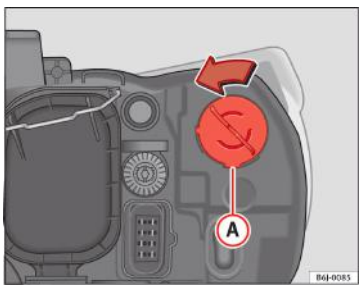

Fig. 163 Lămpi de semnalizare a schimbării direcției
– Rotiți soclul lămpii ⇒ fig. 163 Ⓐ în sens antiorar şi trageți-l în afară.